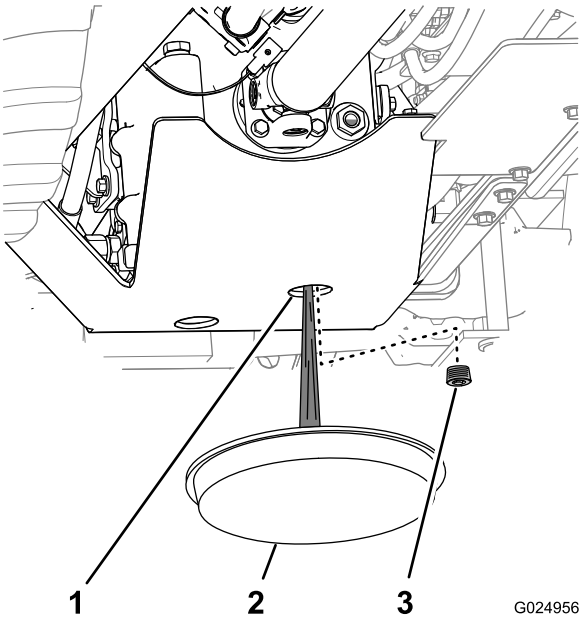

Rysunek 94
2. Umieść miskę drenażową pod przednim otworem w osłonie skrzyni biegów (Rysunek 94).
3. Wyczyść poprzez osłonę skrzyni biegów obszar wokół korka spustowego skrzyni biegów (Rysunek 94).